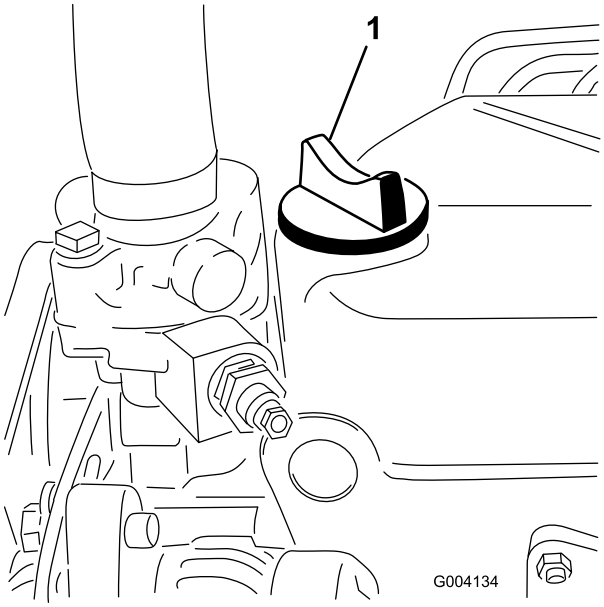

Figura 29
5. Si el nivel de aceite está por debajo de la marca Lleno, retire el tapón de llenado (Figura 29) y añada aceite hasta que el nivel llegue a la marca Lleno de la varilla.